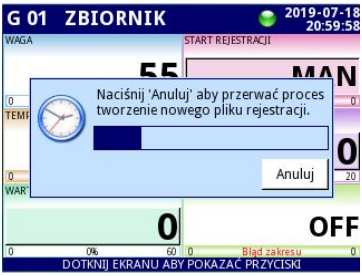

Rys. 7.48. Przykład komunikatu o możliwości przerwania tworzenia nowego pliku rejestracji
- **Czas opóźnienia** – parametr ten w chwili wystąpienia wyzwolenia z kanału logicznego utworzenia nowego pliku rejestracji pozwala na określenie czasu opóźnienia utworzenia nowego pliku rejestracji. W czasie trwania opóźnienia wyświetlany jest komunikat z **Rys. 7.48**, umożliwiając przerwanie procesu tworzenia nowego pliku rejestracji, w wypadku tworzenia dużej ilości plików rejestracji następuje opóźnienie trwające nawet kilkadziesiąt sekund na utworzenie struktury plików, a następnie dopiero zapisywane są wartości kanałów rejestrowanych,